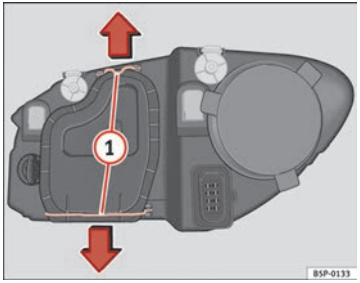

Fig. 186 Anabbaglianti
– Far scorrere i tiranti ⇒ fig. 186 (1) nel senso della freccia e sfilare la chiusura.